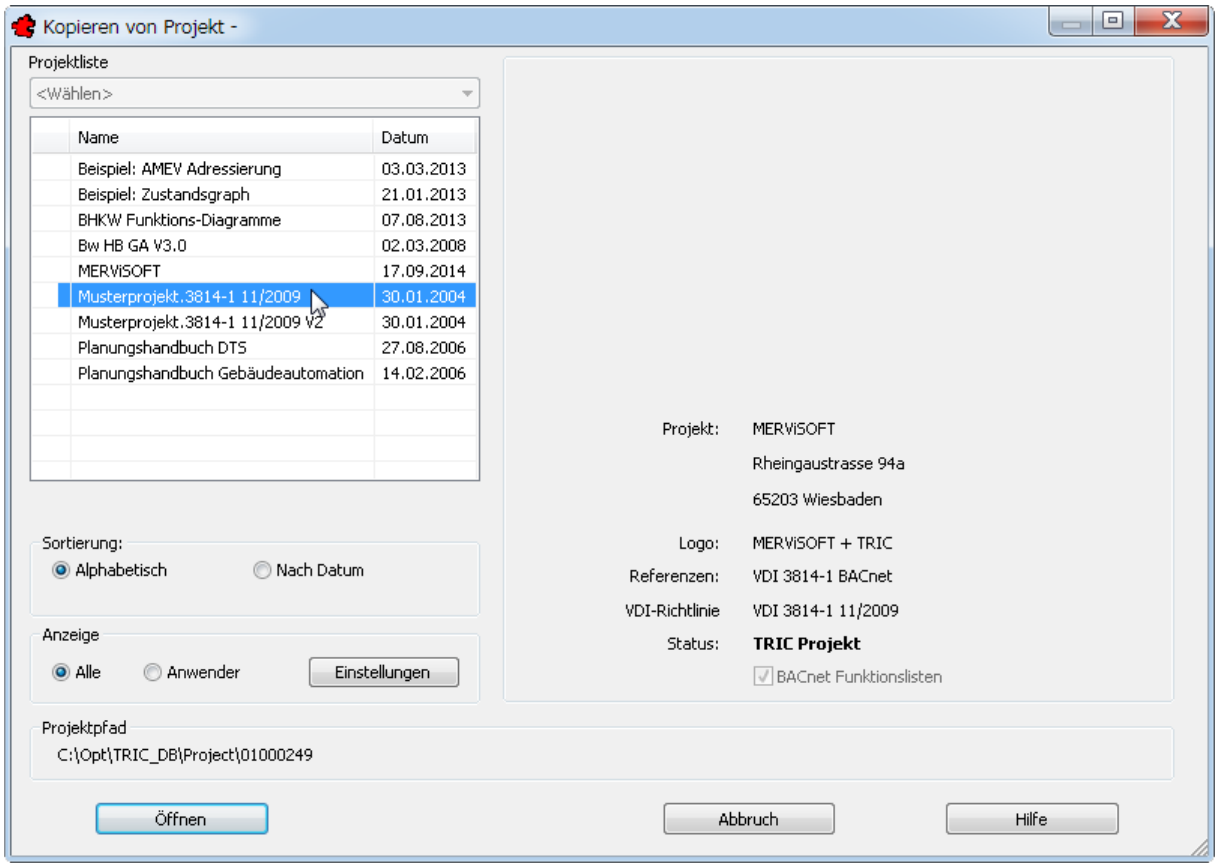

Bild 18.44 – Das Dialogfeld *Kopieren von Projekt* ähnelt der Projektverwaltung
- Wählen Sie das **Quellprojekt** – hier *Musterprojekt 3814-1 11/2009* – und klicken Sie auf die Schaltfläche *Öffnen* (Abb. 18.44).